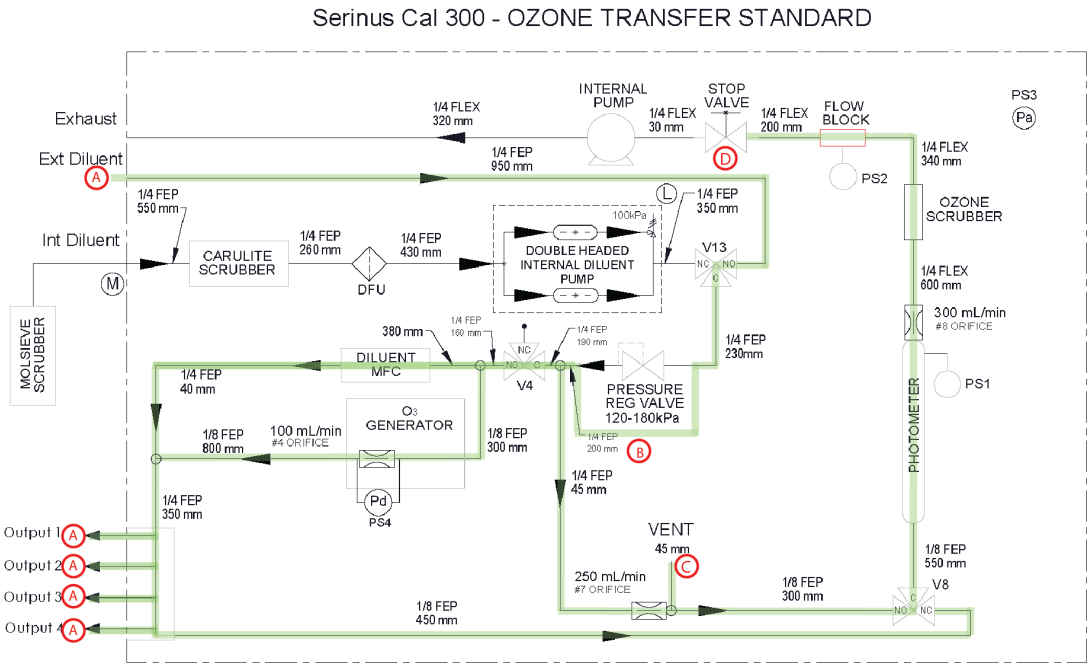

Figure 76 – Leak Check: 1A (Photometer + Gas Delivery + Ext. Diluent + Ref. Air)
11. Wait 3 min with the internal pump running then turn the stop valve (90 degrees) marked as "D" on Figure 76.